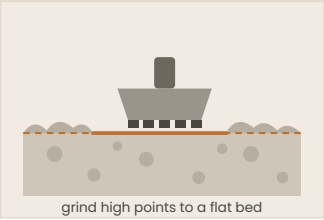

Figure 1 - Substrate Preparation (diamond cup wheel)
2. Coarse or uneven surfaces such as exposed aggregate **MUST** be lightly ground with a diamond cup wheel to take off the high points and leave a flat, even bed for the tile. Only grind enough to flatten the surface.* (Figure 1)